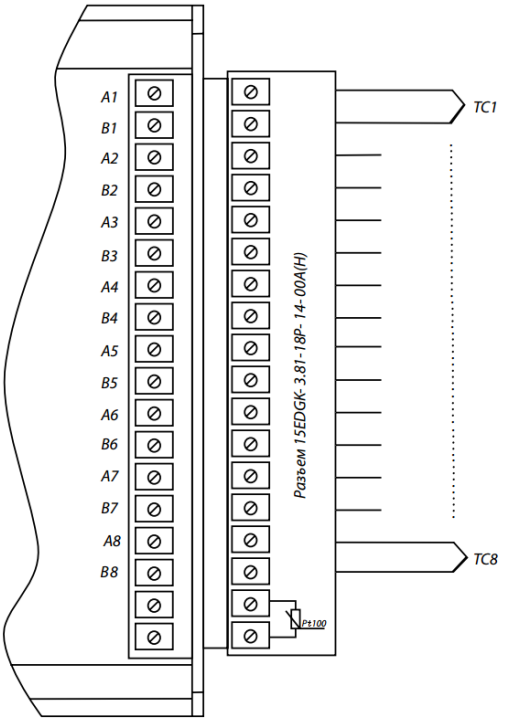

Рисунок 1.3 – Схема подключения термопар
1.4.8.1 На лицевой панели модуля находится светодиодная линейка, индицирующая состояние модуля (см. рисунок 1.3):